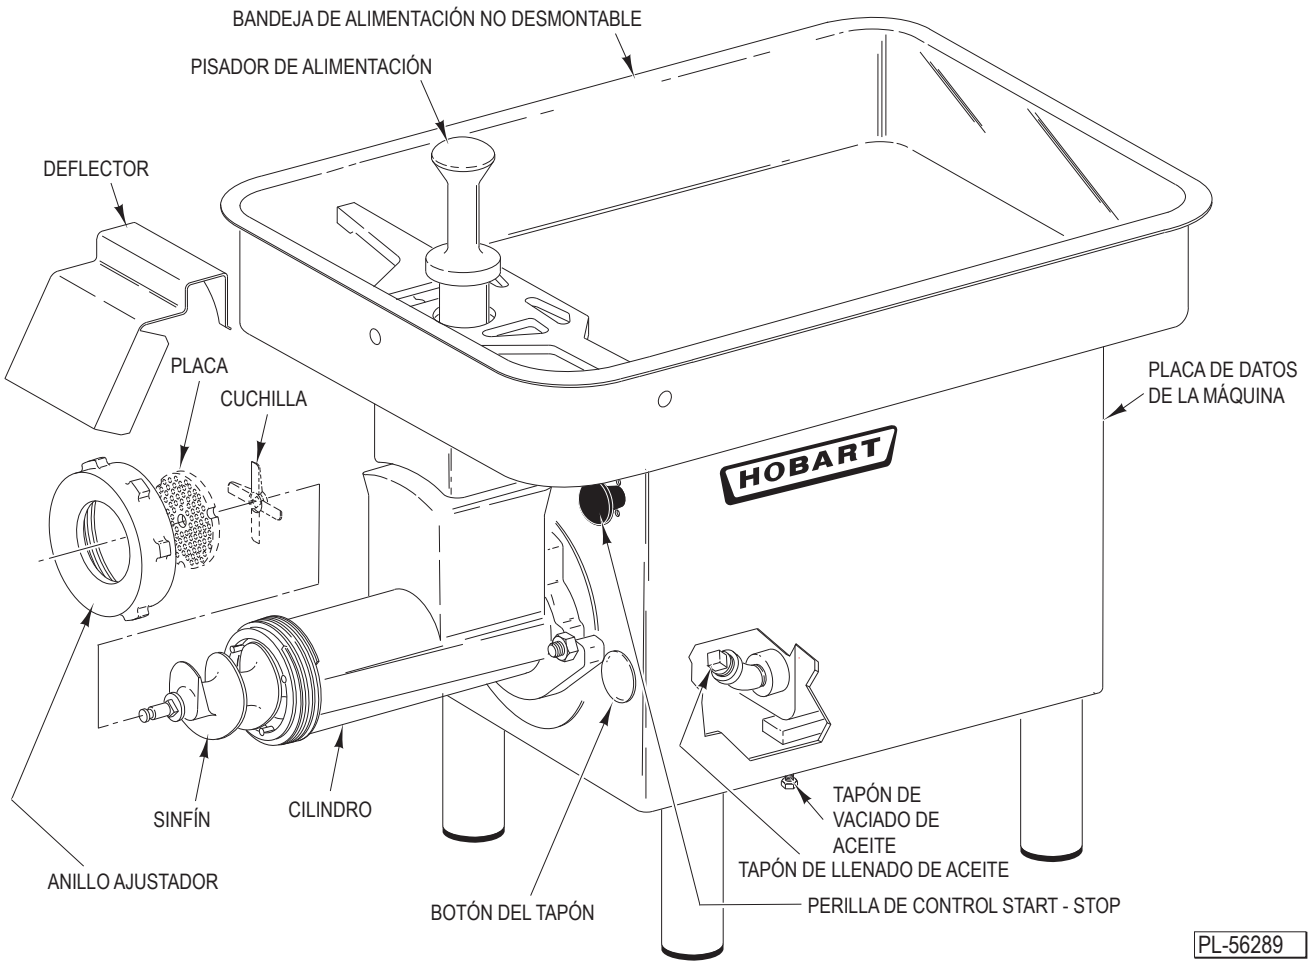
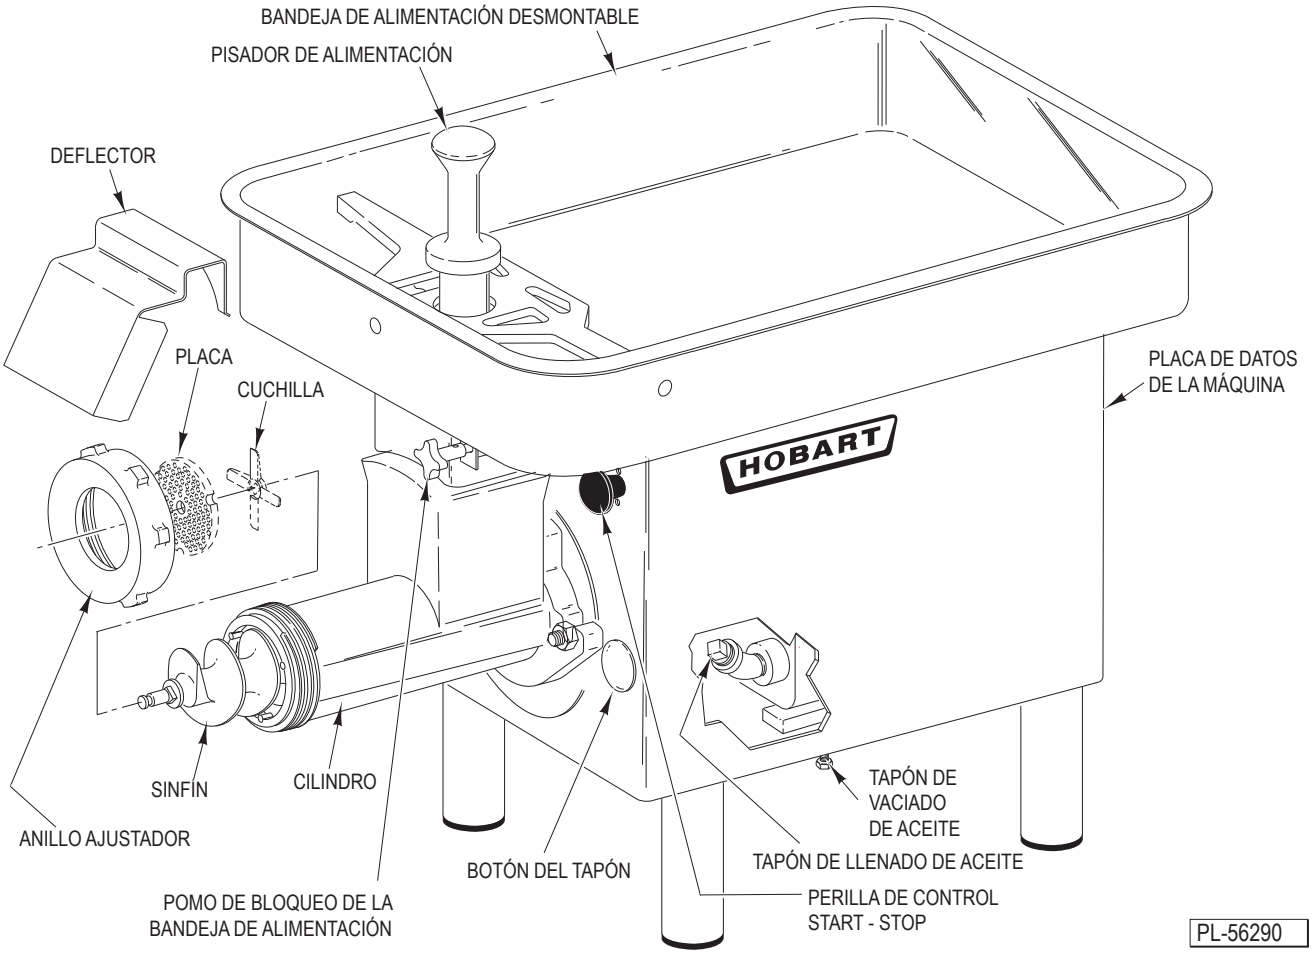
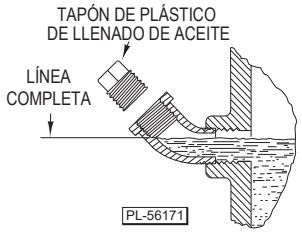

Fig. 3
Fig. 4
Fig. 6
Después de la limpieza, monte el cilindro picador, el tornillo sinfín, la cuchilla, la placa y el anillo ajustador (y la bandeja de alimentación en el modelo 4732A) como se explica en Limpieza, página 7, y en la Fig. 3 o Fig. 4. Coloque el deflector sobre el anillo ajustador.
- Para arrancar la picadora, tire de la perilla del interruptor de arranque-parada (Fig. 3 o Fig. 4).
Guarde el pisador de alimentación como se muestra en la Fig. 3 o en la Fig. 4.
Para cambiar el aceite de la caja de engranajes, coloque un recipiente adecuado debajo de la máquina y retire el tapón de vaciado (Fig. 3 o Fig. 4). Cuando el aceite usado esté completamente drenado, vuelva a colocar el tapón de vaciado. Llene la caja de engranajes con 21 onzas líquidas de Mobil Spartan EP 460 como se indica a continuación: Retire el botón del tapón (Fig. 3 o Fig. 4); a continuación, retire el tapón de plástico de llenado de aceite (Fig. 6). Vierta la cantidad adecuada de Mobil Spartan EP 460 en el codo. La caja de engranajes está llena cuando el aceite está al nivel de la rosca inferior del codo (Fig. 6). Vuelva a enroscar el tapón de plástico para llenado de aceite en el codo, apretándolo con los dedos. Vuelva a introducir el botón del tapón en el orificio de la carcasa de la picadora. La picadora no requiere ningún otro mantenimiento de lubricación.